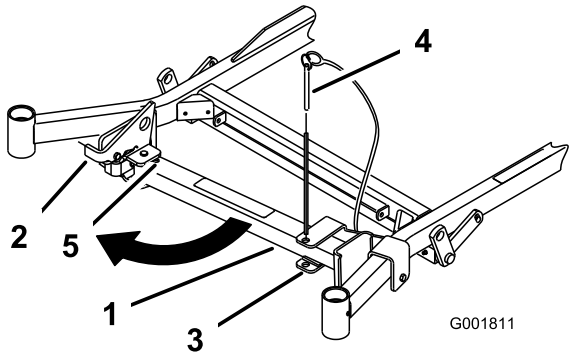
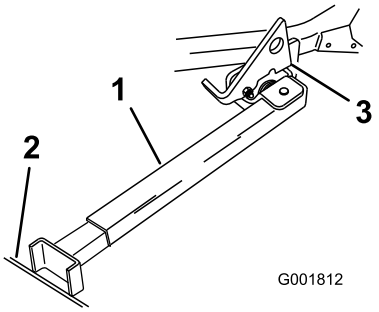

Figur 31
Figur 32
2. Ta bort fästpinnen (Figur 31).
3. Höj spärrhaken. För stativets fot utåt och skjut stativet mot maskinen, in i spårets botten (Figur 31 och Figur 32).
6. Sätt stativets fot på marken och låt spärrhaken vila på den vridbara fliken (Figur 32).
Obs: För bästa resultat, sätt stativfoten i fåror på underlaget eller stick ned den i gräsmattan (Figur 32).
8. Kör upp på stativet. Stanna när spärrhaken faller ned över fliken i det låsta läget (Figur 32). När maskinen står på stativet lägger du i parkeringsbromsen och stänger av motorn.
7. Återställ stativet till viloläget (Figur 31).